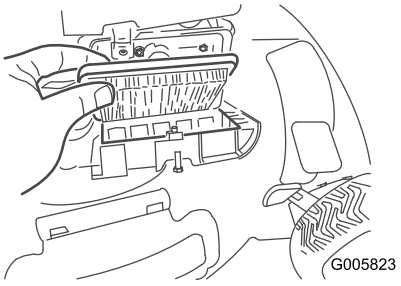

Figuur 21
2. Vervang het luchtfilter (Figuur 21).